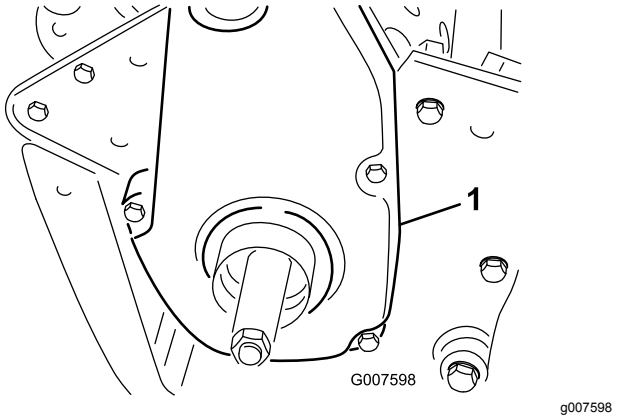

Rysunek 43
1. Usuń elementy mocujące pokrywę paska oraz pokrywę paska w celu jego odsłonięcia (Rysunek 43).